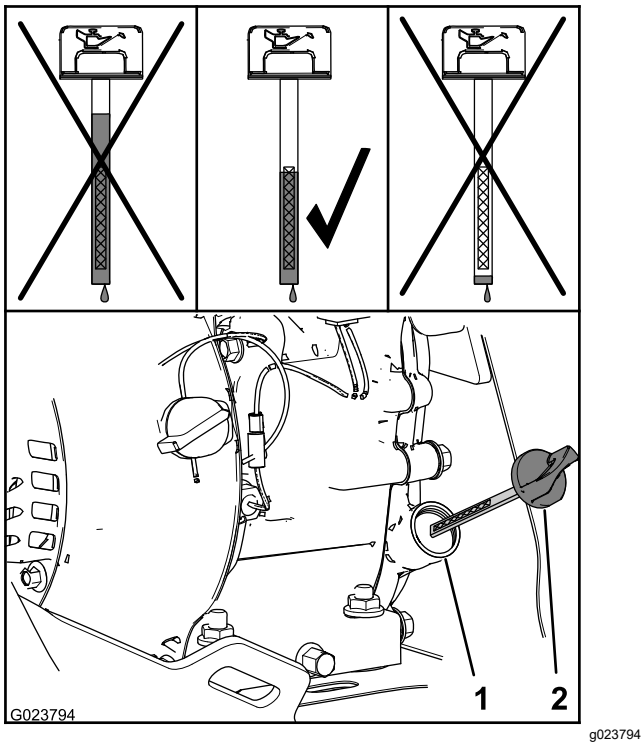

Figur 28
2. Tag målepinden ud, og kontroller oliestanden på målepinden (Figur 28).
Bemærk: Oliestanden bør være øverst på indikatoren på målepinden (Figur 28).
A. Hæld den angivne olie i påfyldningsstudsen (Figur 28).